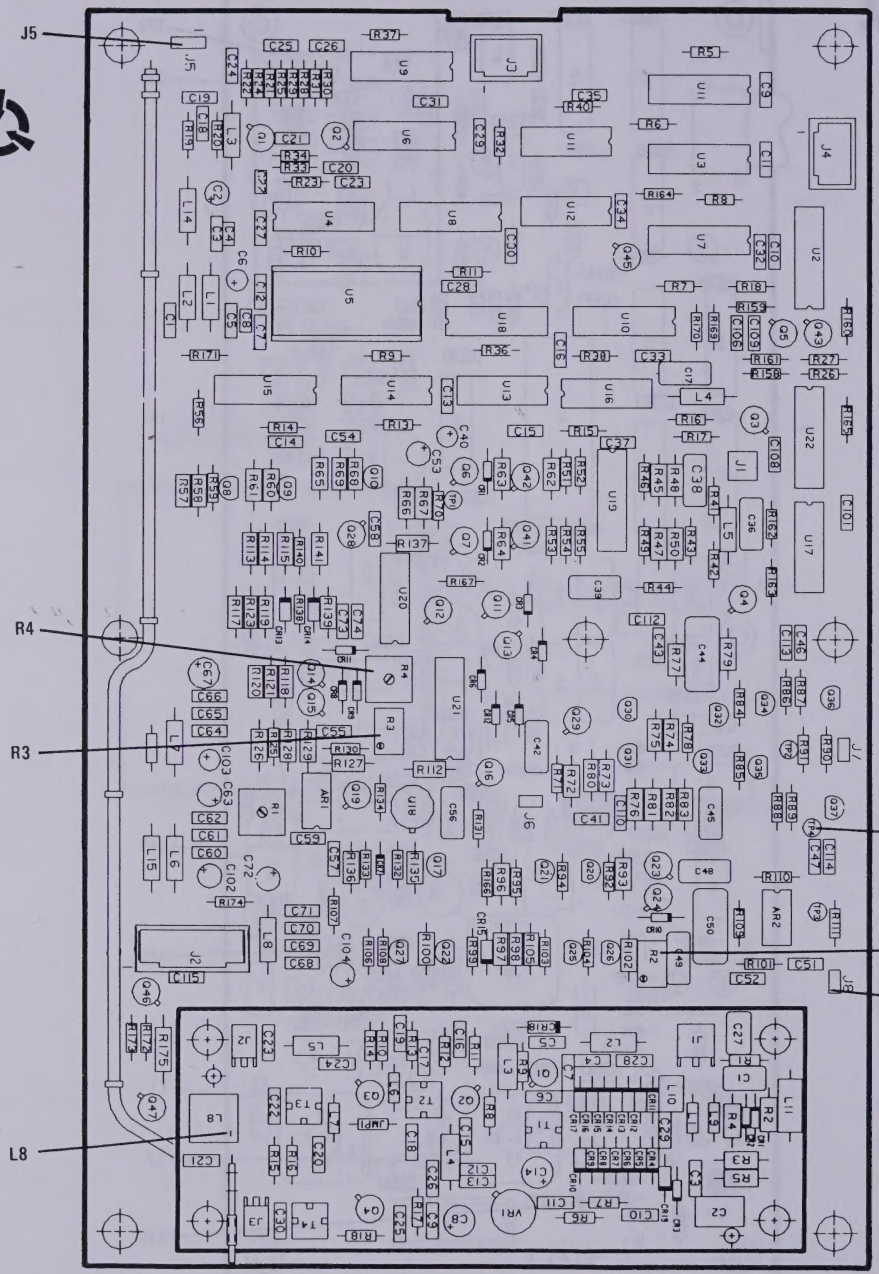

Figure 6-11. Synthesizer PWB Assy
j. SYNTHESIZER PWB ASSY A1A10 (figure 6-11).
(1) R1, R3, R4: API Alignment Procedure